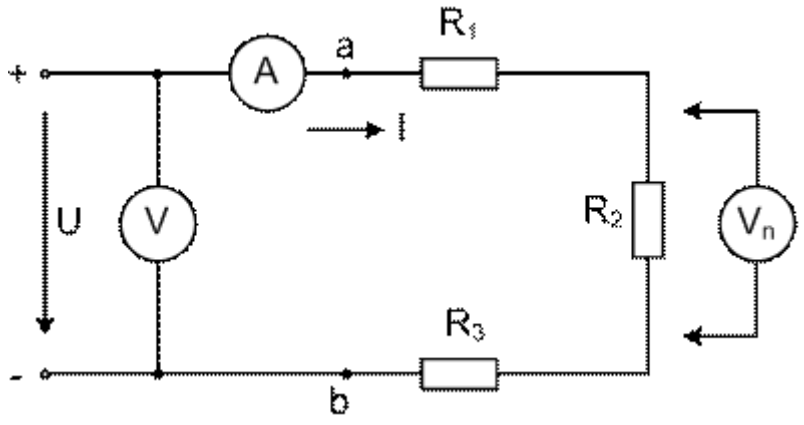

Рис. 2.2. Схема неразветвленной цепи при последовательном соединении сопротивлений
1. Собрать схему (рис. 2.2). Измерить напряжение на каждом сопротивлении и на входе цепи. Записать показание амперметра. Вычислить сопротивление каждого участка и всей цепи. Рассчитать мощность, потребляемую каждым сопротивлением. Измеренные и вычисленные значения занести в первую строку табл. 2.1. Убедиться, что $U = U_1 + U_2 + U_3$, $R = R_1 + R_2 + R_3$, $P = P_1 + P_2 + P_3$.
| Последовательное (рис. 2.2) | | | | | | | | | | | | | | | | |